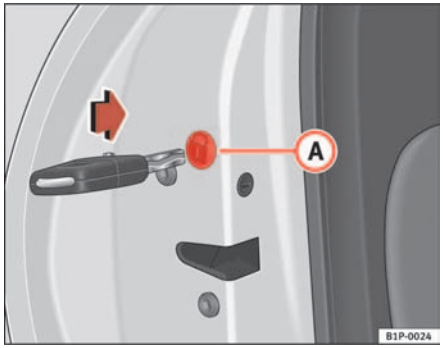

Fig. 59 Locking the doors manually
Open the door and remove the cap (A) ⇒ fig. 59 printed with a lock image. This will expose a circular element with a groove in the centre. Insert the key into the groove and rotate the element clockwise for the right-hand side doors and anti-clockwise for the left-hand side doors.